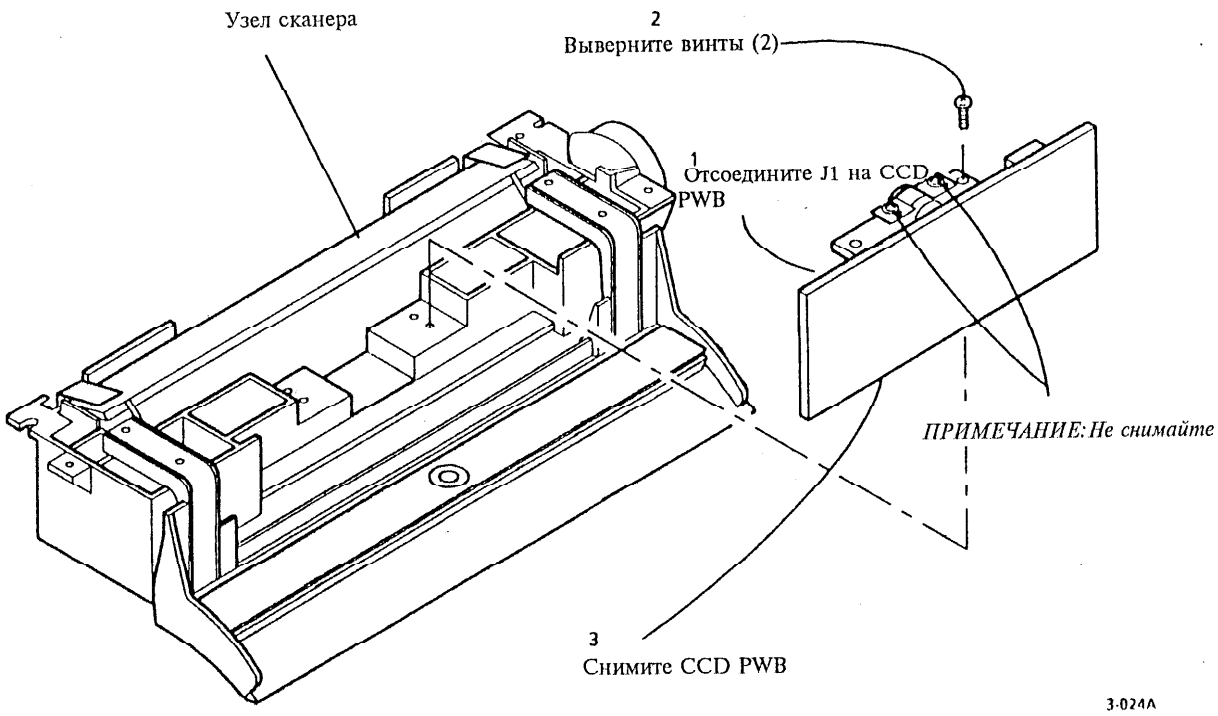

Рис. 1 Снятие CCD PWB
2. (Рис. 1): Осторожно поверните узел сканера сверху вниз и снимите CCD PWB.